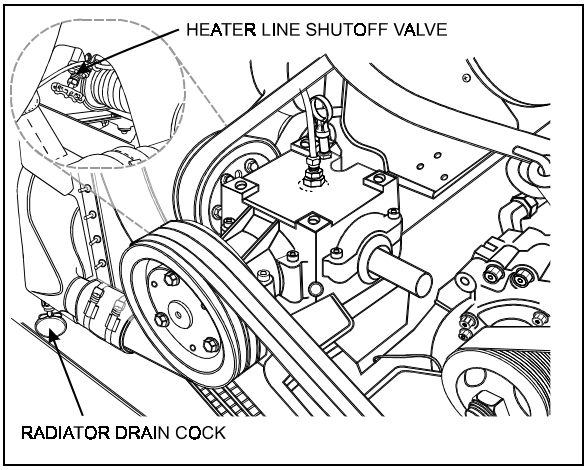
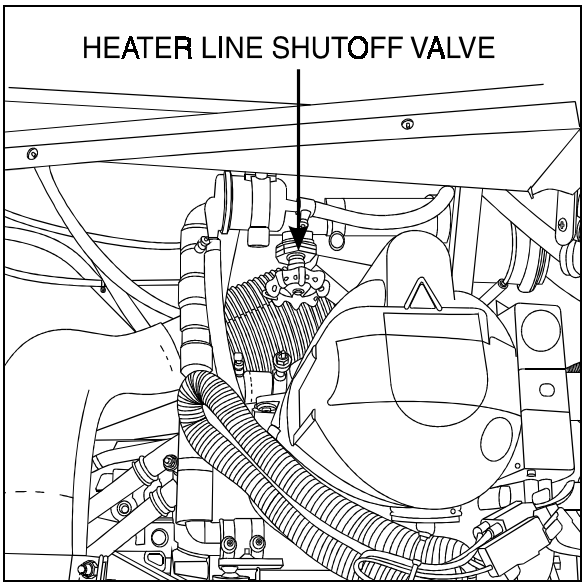

FIGURE 5: ENGINE COMPARTMENT 05078T
FIGURE 6: **REAR ELECTRICAL COMPARTMENT** 05058
1. Stop engine and allow engine to cool. Close both heater line shutoff valves. One valve is located in the engine compartment under the radiator fan gearbox (Fig. 5). Another valve is located in the L.H. rear electric compartment near the optional coolant heater (Fig. 6).
5. Open the radiator drain cock (Fig. 5).